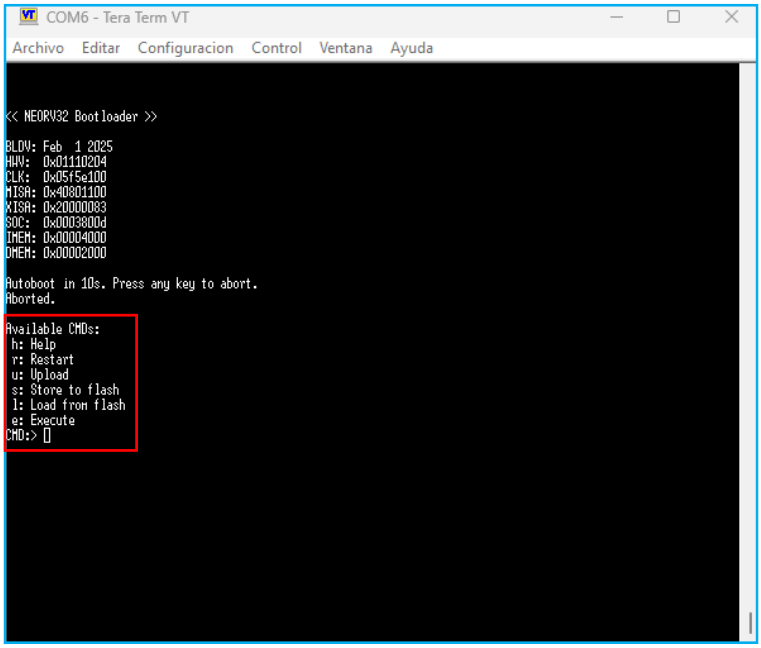
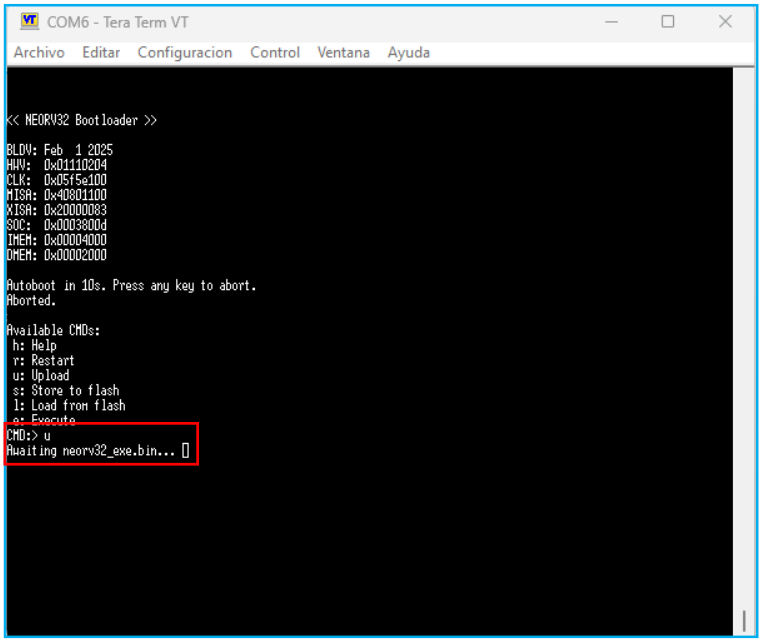

Fig.6. Menú de comandos disponibles en el programa *bootloader*.
Fig.7. Ejecución del comando *Upload* (‘`u`’).
6. Cuando aparezca el menú del *bootloader* en el terminal, se pulsará la tecla '`u`' en el teclado para acceder al modo *Upload* (Fig.6). En este modo, el NEORV32 esperará la transmisión del binario `nerov32_exe.bin` (Fig.7).